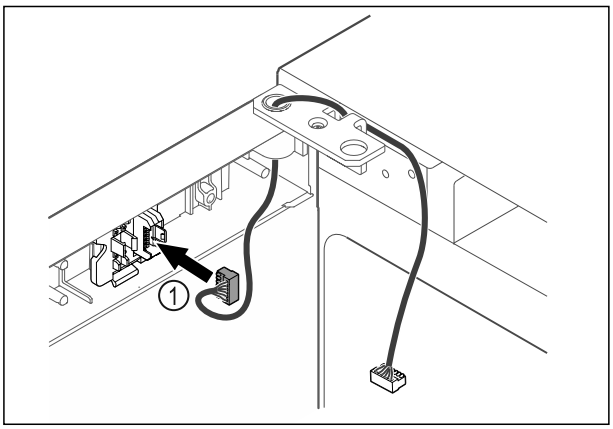

Fig. 38
▶ Introduceți fișa *Fig. 38 (1)* în suportul fișei.